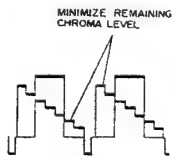

Fig. 4-104
(2) Comb Filter Adjustment (Figs. 4-104, 4-151)